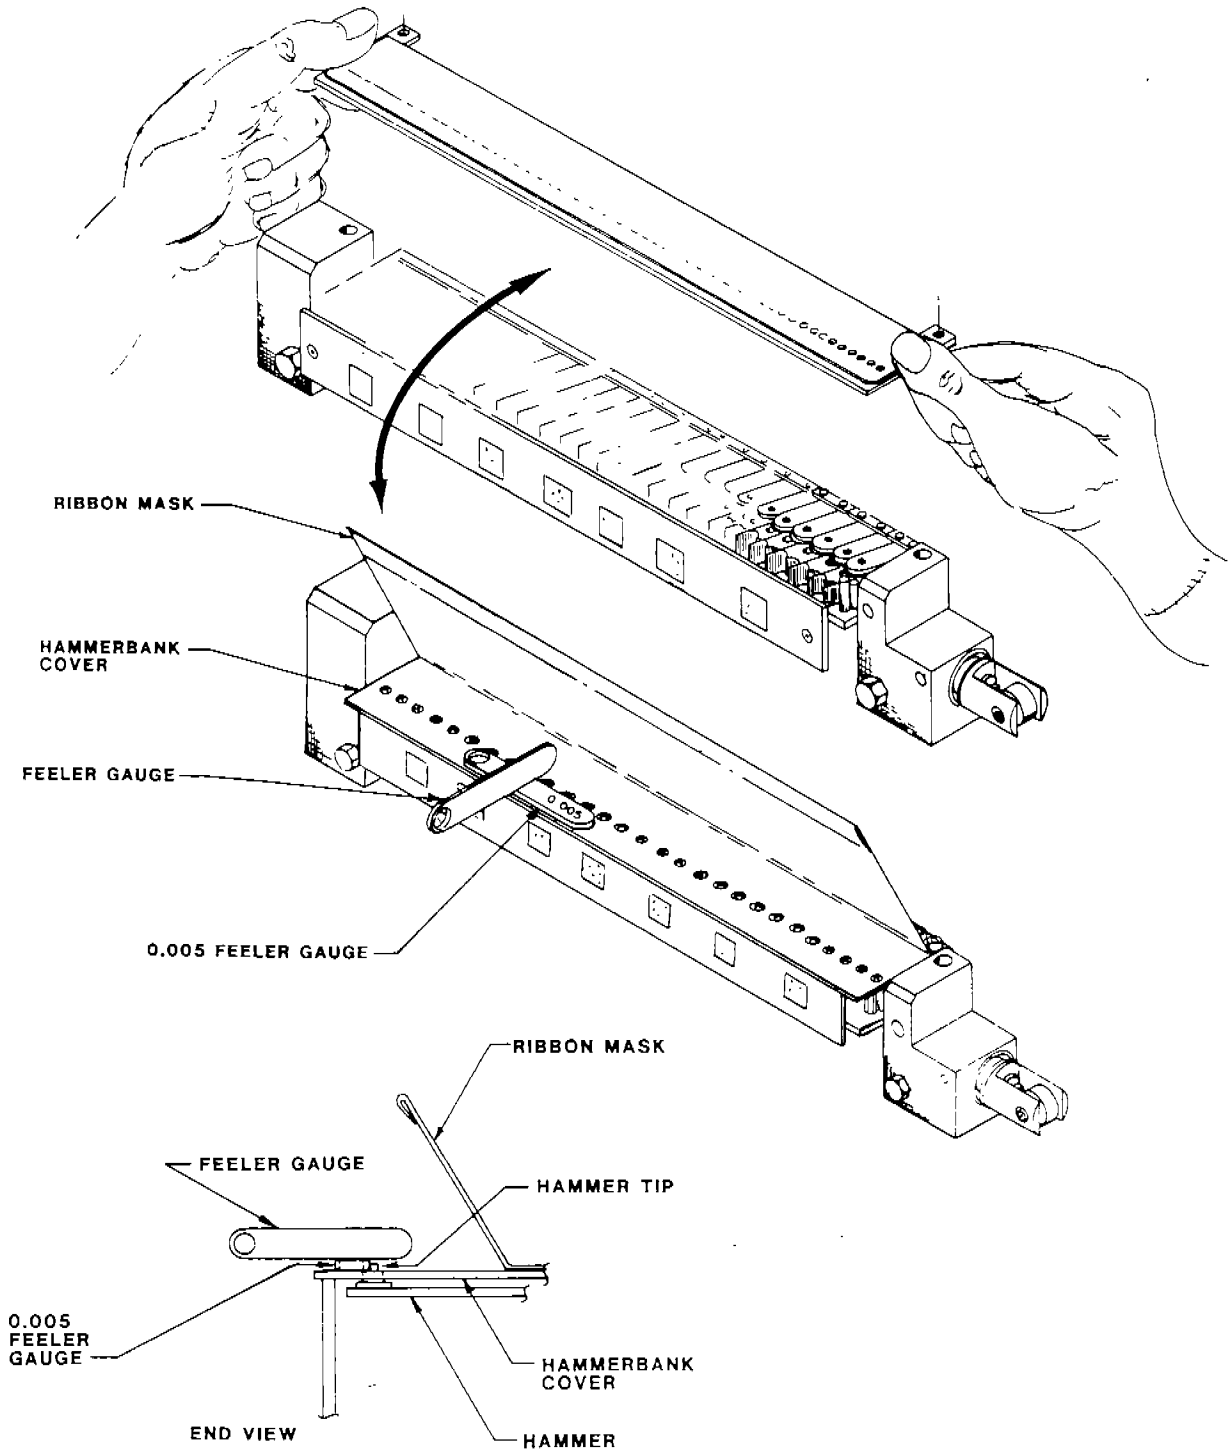

FIGURE 3-7.
6. Slide the right tractor to the right to avoid damage to the Hammerbank Cover Assembly. Rotate the Hammerbank Assembly toward the front of the printer. (See Figure 3-7.)